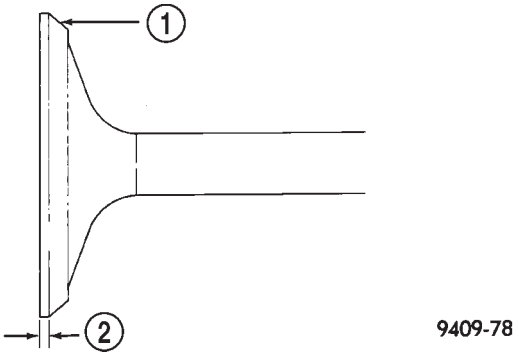

Abb. 121 Einlaß- und Auslaßventile nacharbeiten
(1) Der Sitzwinkel an Ventil und Ventilsitz der Ein- und Auslaßventile beträgt 45 Grad.
(2) Den Ventilsitzrand nach der Bearbeitung prüfen (Abb. 121). Einlaßventile mit einer Ventilsitzrand von weniger als 0,95 mm (1/32 Zoll) und Auslaßventile mit einer Ventilsitzrand von weniger als 1,05 mm (3/64 Zoll) austauschen.